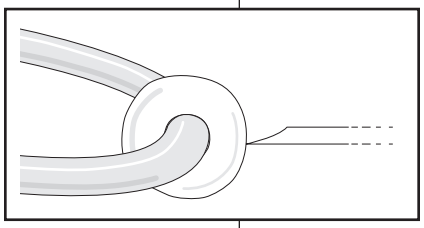

Figure 12b
d. Press the Run button. The filament will expand, touching the tip of the beveled glass. As the glass bead becomes molten and the beveled tip makes contact with the bead, quickly pull the tip away and simultaneously release the Run button to turn off the heat (**Fig. 12b**).